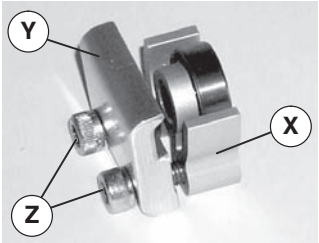

Figure 13
2. Loosely attach clip (Figure 13, item Y) on guard (X) with two screws (Z). Do not tighten screws.